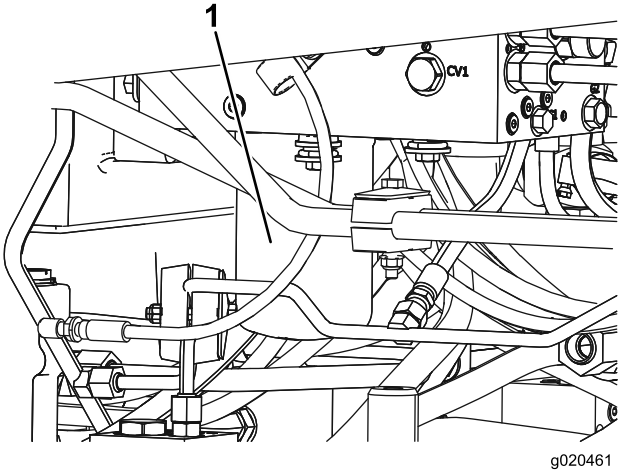

Figur 101
5. Upprepa proceduren för det andra filtret (Figur 101).